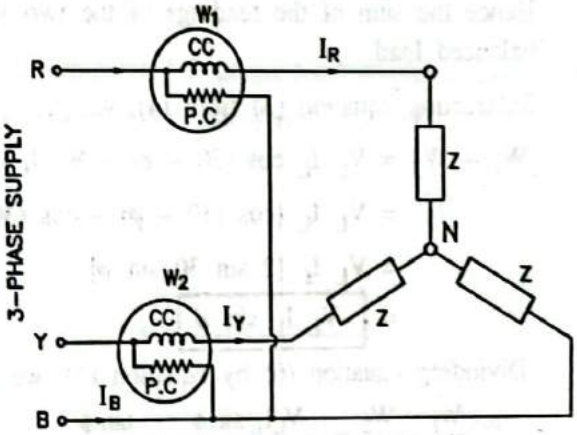

**FIG. 2.89 : MEASUREMENT OF POWER BY TWO WATTMETER METHOD (STAR CONNECTED LOAD)**
- In this method two wattmeters are connected as shown in Fig. 2.89.
- Fig. 2.89 shows 3-phase star-connected balanced load with two wattmeters connected in the circuit to measure total power input to the load.